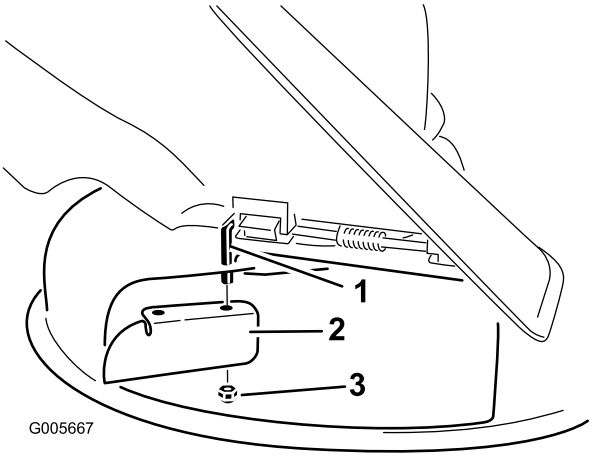

Figure 27
6. Install the cutoff baffle to the exposed pivot rod (Figure 27). Use the existing thin nut (3/8 inch) to secure the baffle to the mower.